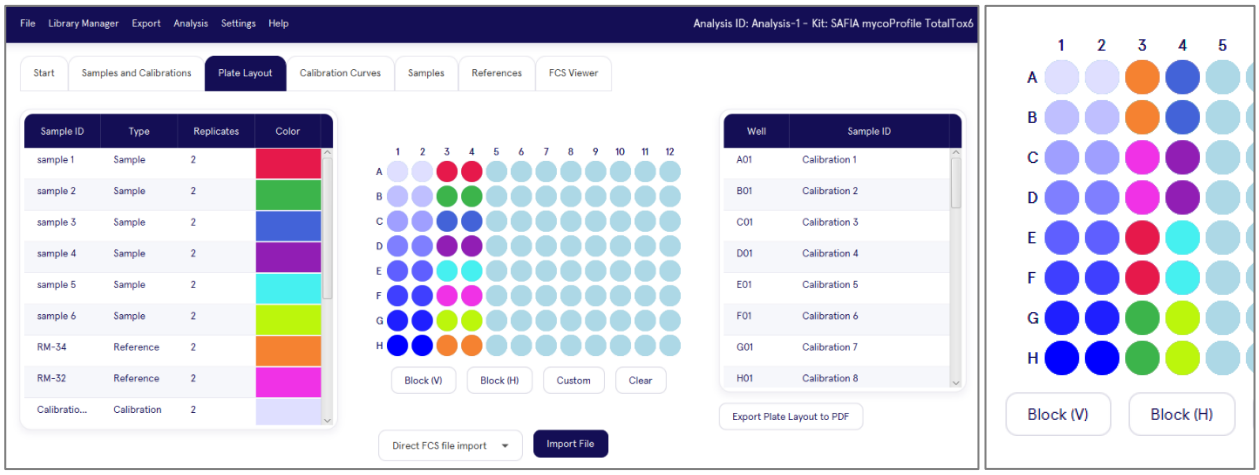

Figure 9. Overview of the functions in the Plate Layout workspace
11. Once you have entered all samples, click the button Set Plate Layout at the bottom right to assign the samples and standards to the wells of the microtiter plate. The wells have an alphanumeric code (A1, B1, C1, etc. through H12) (see Figure 9). Assignment can be performed automatically using the Block (V) or Block (H) buttons. The replicates of the samples and reference samples are arranged either vertically (V) or horizontally (H). The replicates of the calibration standards are always placed horizontally on the microtiter plate. The Clear button can be used to delete all entries.